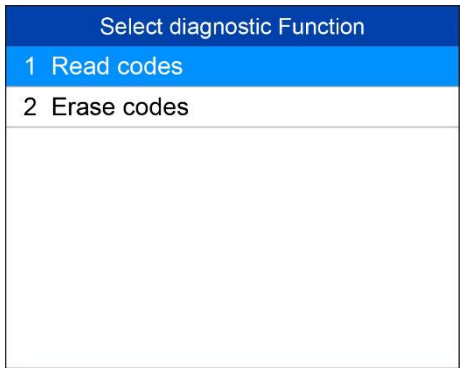

Figure 3-4 ***Sample Diagnostic Function Menu***
1. Select **Erase codes** from the diagnostic function list *(Figure 3-4)*.
2. Select **Read codes** from the diagnostic function list *(Figure 3-4)*.